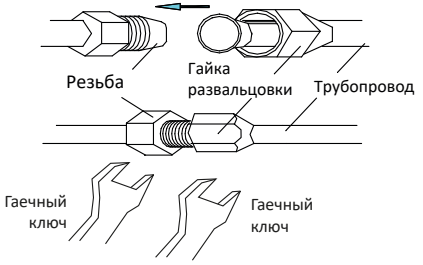

Рисунок 11
- Плотно закрутите гайку торсионным гаечным ключом до щелчка (рис. 11).